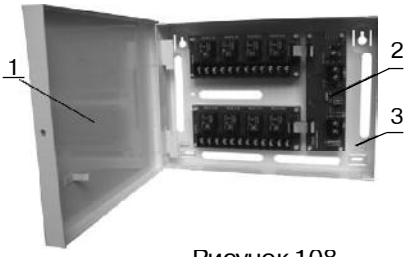

Рисунок 108
Конструкция БВР-А исполнение 2 приведена на рисунок 108. Основными элементами БРВ-А являются: крышка (1), печатные платы (2), основание (3).